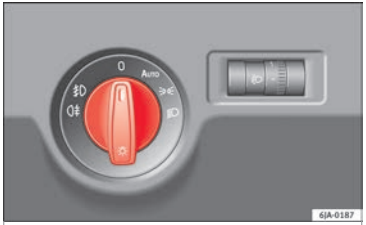

Fig. 131 Instrument panel: light control.
The location of the controls of **right-hand drive** cars differs slightly from the location shown here ››› Fig. 131 ››› page 121. However, the symbols indicating the respective positions of the controls remain the same.
– Turn the light switch ››› **Fig. 131** to position .
– Turn the light switch ››› **Fig. 131** to position 0.
Daytime running lights are signalling devices for improving road safety. The lights are built into the headlights and come on each time the ignition is turned on if the light switch is in position 0 or AUTO ››› **Fig. 131**. It is automatically switched off when the side lights are turned on.
If the light switch is in position **AUTO** ››› **Fig. 131**, the side lights, dipped beam headlights and number plate lights will turn on or off automatically.